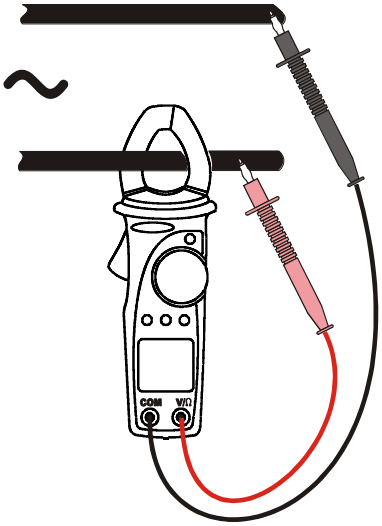

Fig. 12: Medição de potências e energias num sistema monofásico.
3. Inserir o cabo vermelho no terminal de entrada V/Ω e o cabo preto no terminal de entrada COM (ver Fig. 12).